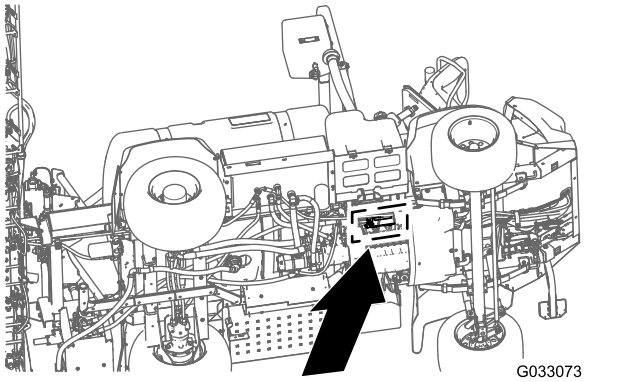

Figuur 122
1. Lijn de gaten in de montagebeugel van de motor-bedieningsmodule uit met het gat in de bevestigingsbeugel van de motor en accessoirekast van de motor (Figuur 122).